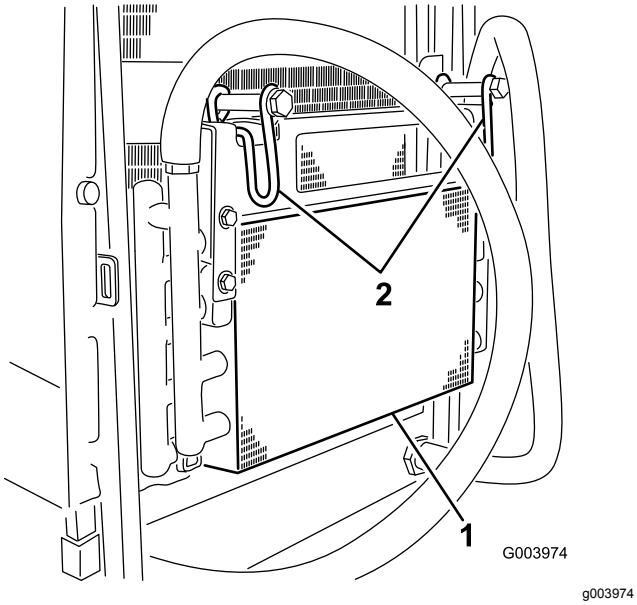

**Figuur 52**
6. Draai de vergrendeling naar binnen om de oliekoeler los te maken (Figuur 52).